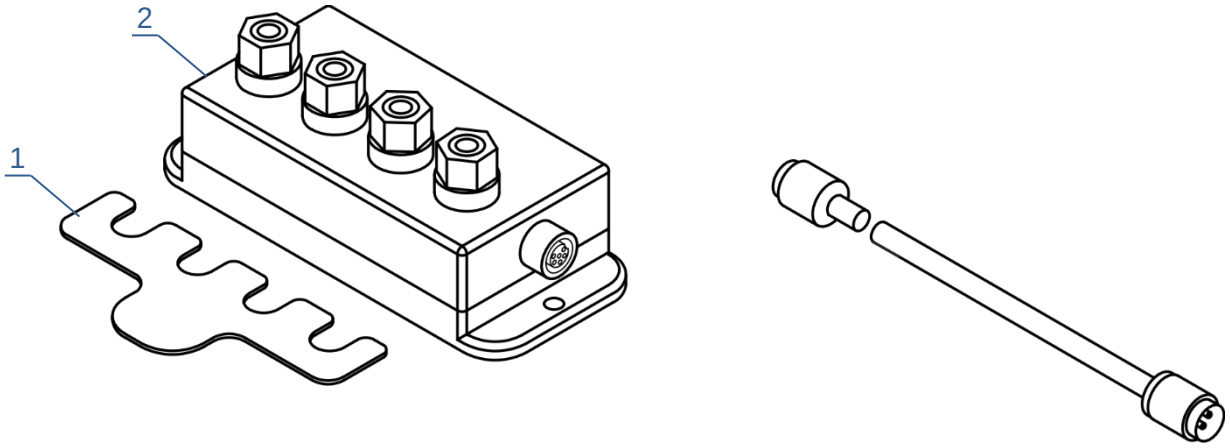

Рисунок 18 — Клеммная колодка ТмК-К
4.13.1 Источники сигналов подключают к входным разъемам 2 (рисунок 2), используя либо ответную часть разъема из комплекта поставки, либо клеммную колодку 2 (рисунок 18). В состав клеммной колодки входит латунная пластина 1, предназначенная для соединения клемм между собой при выполнении установки нуля в канале (4.17).